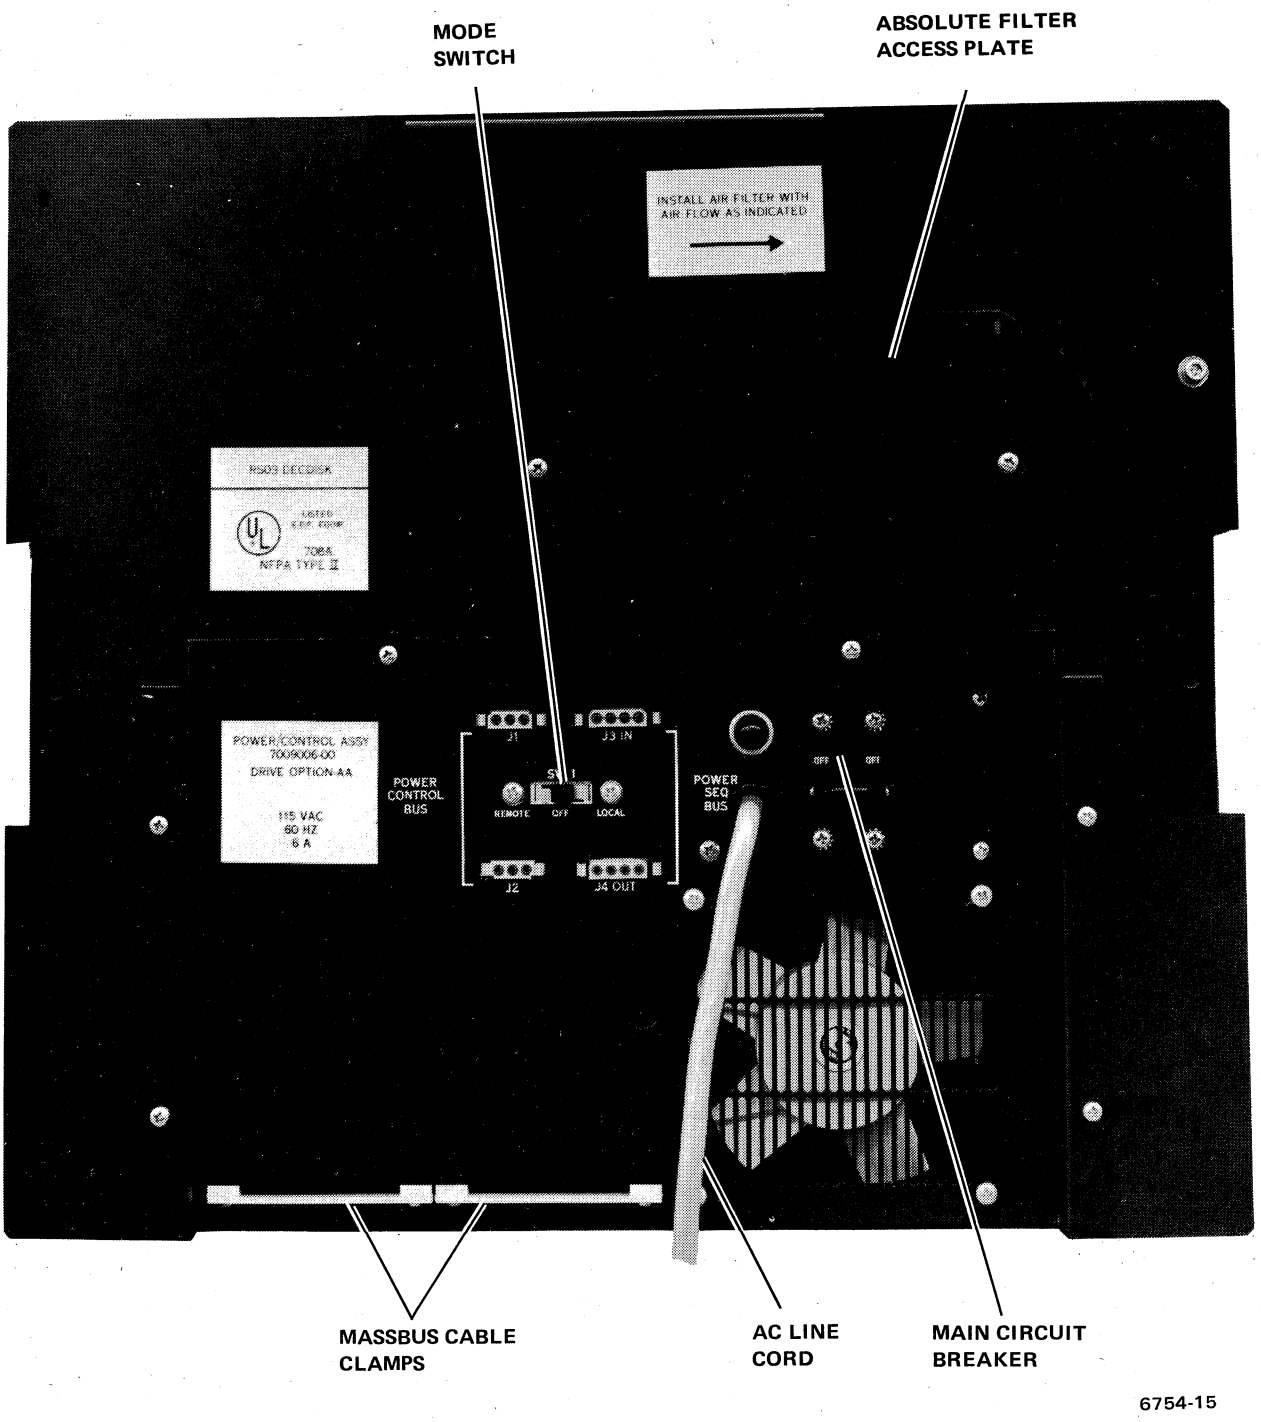

Figure 4-9 RS03 Rear Panel
1. Stop the drive motor and remove power from the drive by setting mode switch SW1 (Figure 4-9) to OFF and tripping the main circuit breaker. The drive motor should stop within 5 minutes.
1. Stop the drive motor and remove all power from the drive by setting mode switch SW1 (Figure 4-9) to OFF and tripping the main circuit breaker. The drive should stop within 5 minutes.